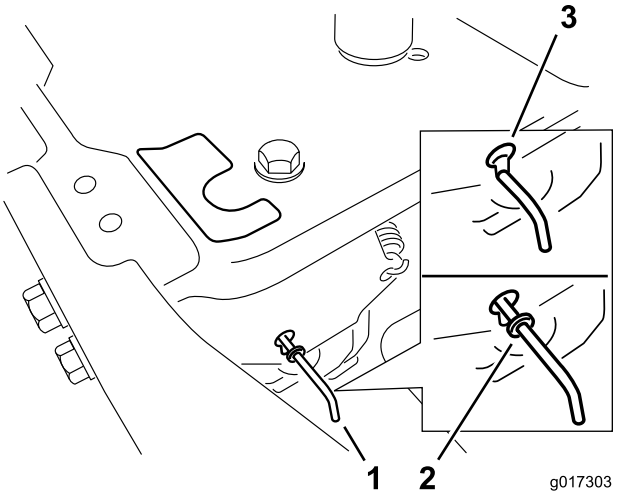

Figur 24
4. För förbikopplingsreglagen framåt genom nyckelhålet och nedåt för att låsa dem på plats (Figur 24).
För förbikopplingsreglagen bakåt genom nyckelhålet och nedåt för att låsa dem på plats enligt Figur 24.